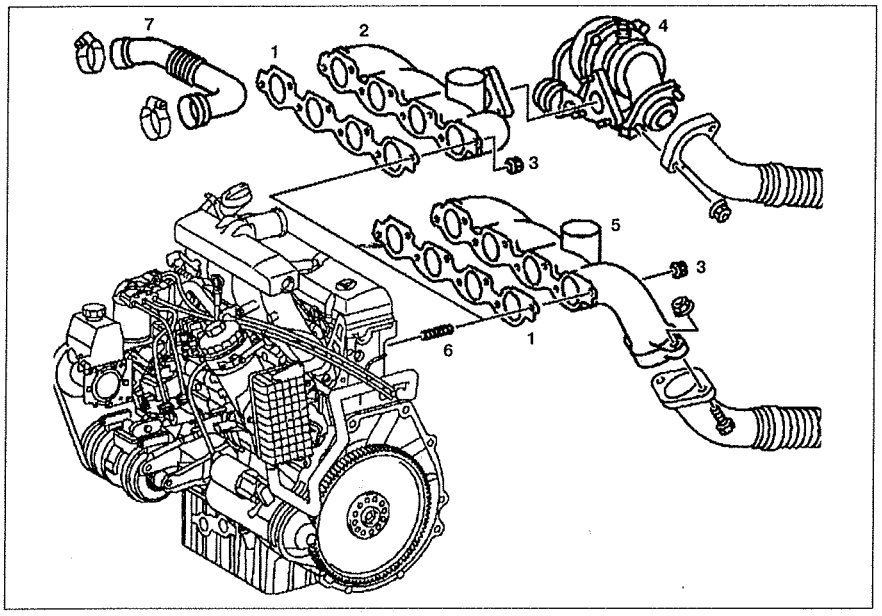

Рис. 4.11. Выпускной коллектор:
2. Отсоедините турбонагнетатель **4** (см.рис.4.11).